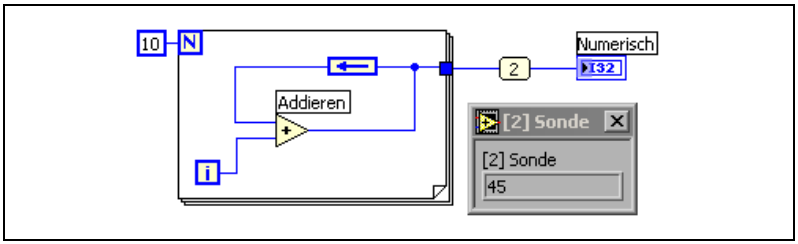

Abbildung 8-5. Ausgabe des letzten Wertes aus der FOR-Schleife
Die FOR-Schleife in Abbildung 8-5 wird ebenfalls zehn Mal wiederholt. In diesem Fall übergibt der Rückkopplungsknoten den Wert der letzten Schleifenausführung jedoch bei jedem Durchlauf an den Eingang der Additionsfunktion. Beim letzten Durchlauf wird Wert des vorherigen (36) an den Eingang der Additionsfunktion übertragen. Diese addiert nun den vom Iterationsanschluss erzeugten Wert (9) mit dem Wert, der vom Rückkopplungsknoten übergeben wird (36) und gibt das Ergebnis an den Tunnel. Bei Ausführungsende des VIs wird daher in der numerischen Anzeige **45** angezeigt.